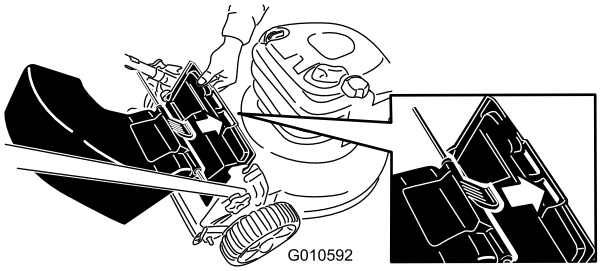

**Figuur 16**
3. Steek het lipje op de afvoergeleider in de sleuf aan de rechterzijde in de afvoergeleider (Figuur 16).